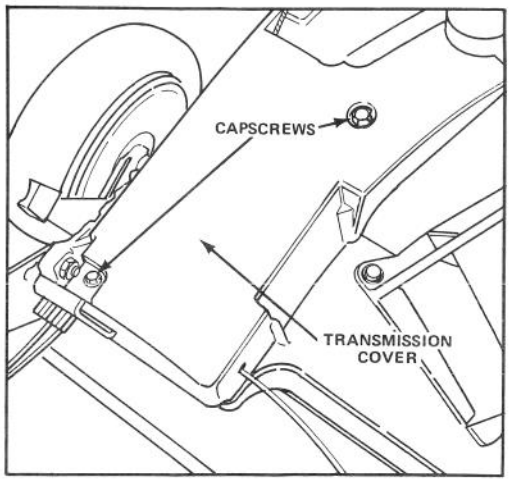

Figure 23
2. Remove two capscrews and lift off transmission cover (Fig. 23).